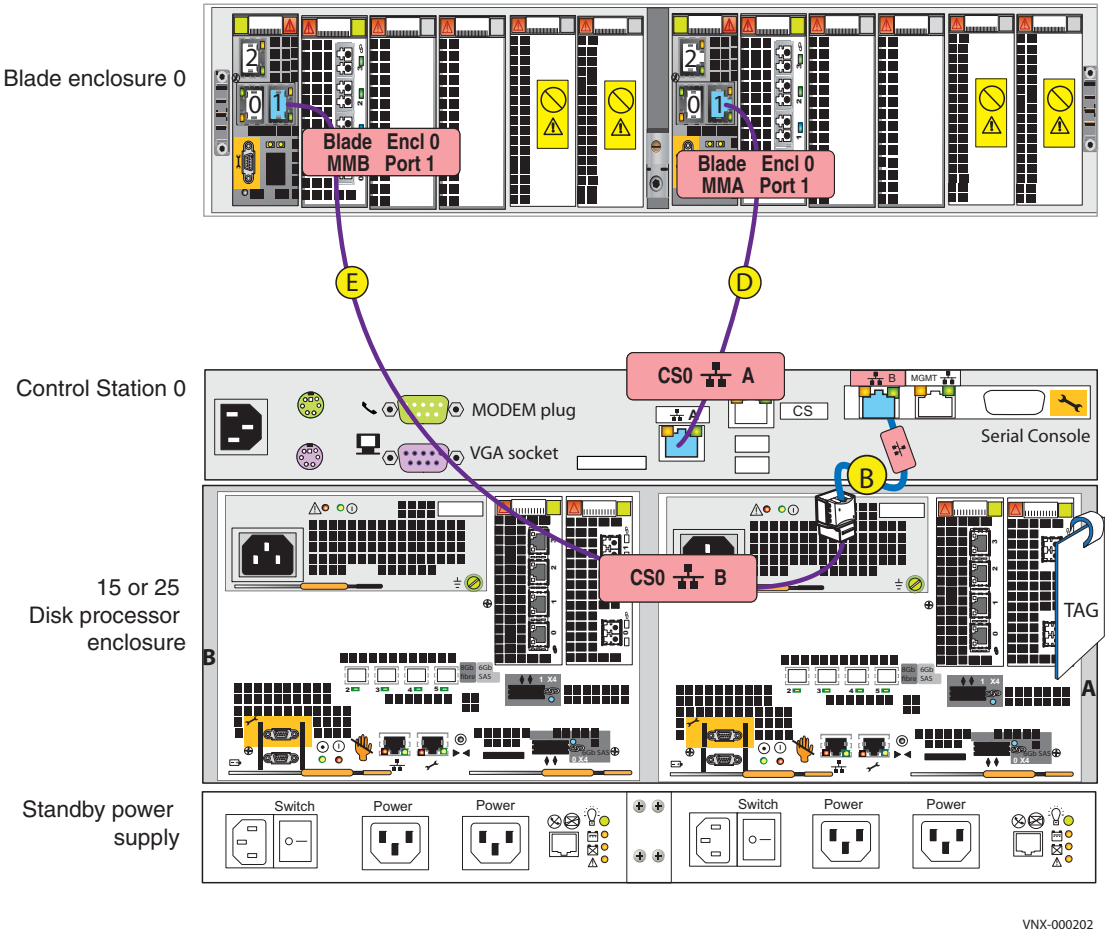

**Figure 15** Cabling CS0 to blade enclosure 0
5. Connect CS0 A to blade enclosure 0 management module A (MMA) port 1 as shown in Figure 15. (D)
6. Connect CS0 B extension cable to blade enclosure 0 management module B (MMB) port 1 as shown in Figure 15. (B) and (E)